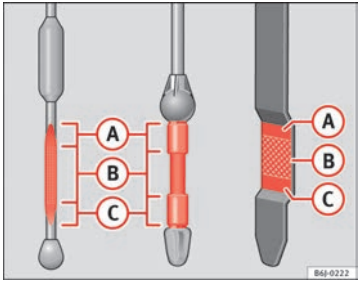

Fig. 166 Engine oil dipstick
– Then pull it out once more and check the oil level ⇒ Fig. 166. Top up with engine oil if necessary.